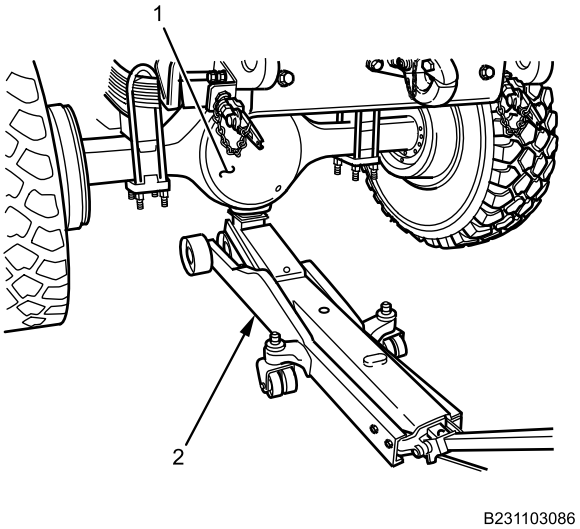

Figure 7. 20-Ton Floor Jack.
10. Using 20-ton floor jack (Figure 7, Item 2), slowly lower rear axle assembly (Figure 7, Item 1) until rear axle hangs from rear springs.